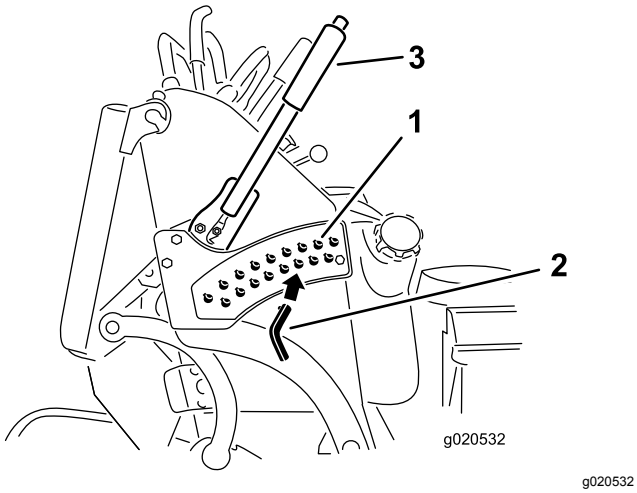

Figuur 21
3. Kies de opening in de maaihoogtebeugel die overeenkomt met de gewenste maaihoogtestand, en steek daarin de pen (Figuur 21).
4. Druk op de knop aan de bovenzijde en breng de maaihoogtehendel omlaag tot aan de pen (Figuur 21).